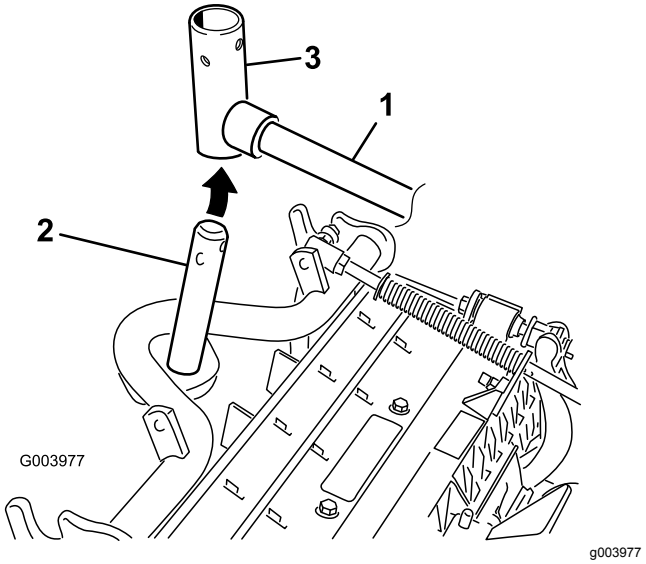

Рисунок 11
8. У передних режущих блоков: задвиньте режущий блок под подъемный рычаг, вставляя при этом ось несущей рамы в находящуюся над ней поворотную втулку подъемного рычага (Рисунок 11).
B. Вставьте втулку подъемного рычага в ось несущей рамы (Рисунок 11).